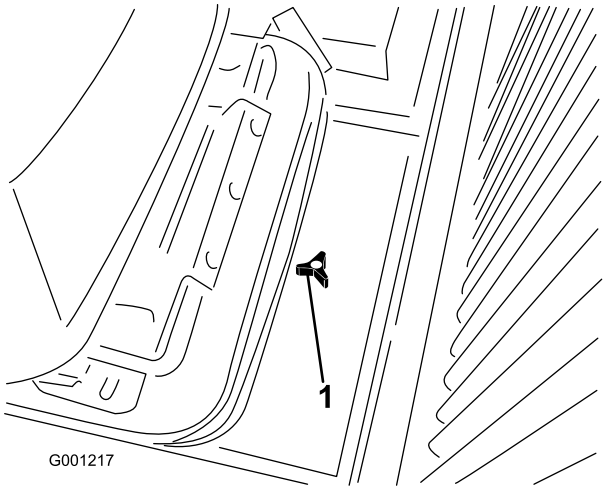

Figuur 31
1. Draai de knop los en verwijder het inspectieluik op de achterkant van de bevestigingsplaat van de stoel (Figuur 31).